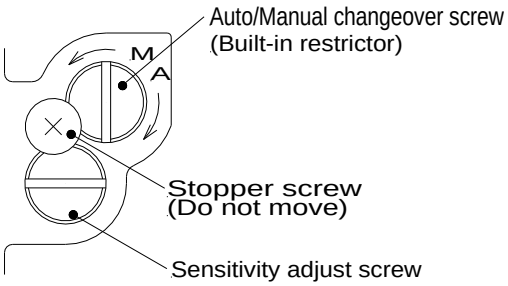
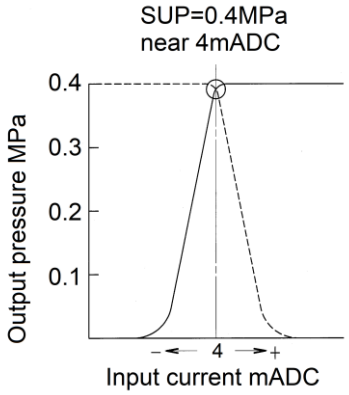

Fig.17 Pilot valve
Fig.18 Input/output-pressure characteristic
Fig.18 shows the input current –output pressure characteristics of OUT1 and OUT2 of the pilot valve. The sensitivity adjust screw (Fig. 17) is adjusted at the time of shipment to optimize the output pressure (Fig. 18) and this needs no adjustment ordinarily.
(1) Supply pressure and the OUT1 output are connected by rotating the Auto/Manual changeover screw towards M (Fig. 17). Manual stroke adjustment of the diaphragm valve and single acting actuator can be adjusted by using the supply pressure setting reducing valve Mode switching is available by approx. 1/8 turn. Keep the rotation within 1/4 to 1/8 turn.
(2) To operate based on the input current, tighten the Auto/Manual changeover screw towards A. (See Fig. 17).